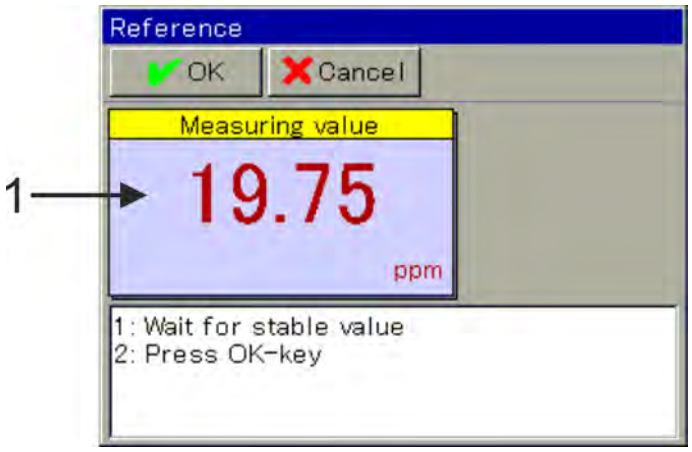

Fig. 80: Reading based on previous calibration values (1)
2. Clean the sensor and dip it in the test solution. Wait for a stable reading display, and confirm the measurement result with "OK" (See Fig. 80 .)